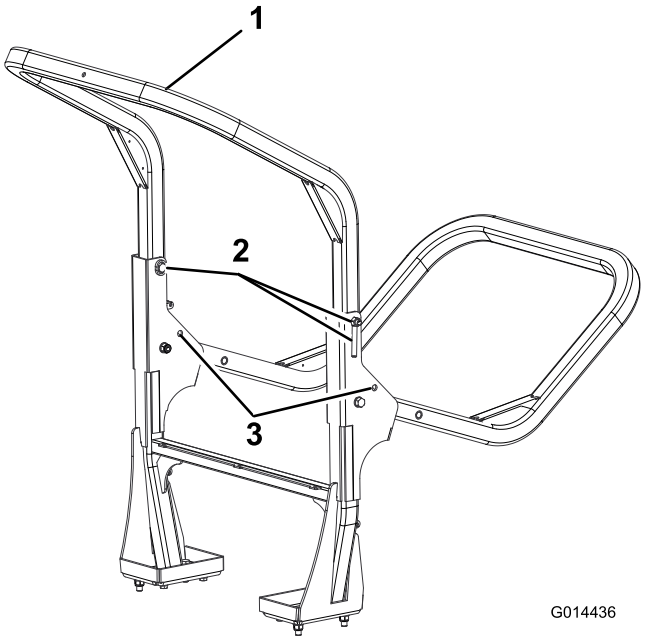

**Figuur 33**
2. Ondersteun het gewicht van het bovengeraamte terwijl u de handmoeren, ringen en bevestigingsbouten uit de scharnierhouders verwijdert (Figuur 33